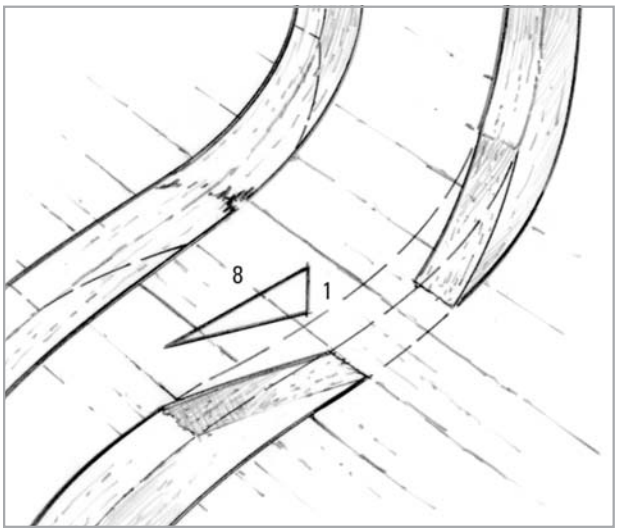

Figure 4-4 *Cut out all of the damaged area, leaving at least an 8-to-1 bevel on the ends of the damaged frame.*
1. Cut out the damaged section of the existing frame. Trim the exposed ends to a minimum 8-to-1 scarf angle *(Figure 4-4)*. The longer the scarf angle, the stronger the joint. When repairing hardwood or highly loaded frames, use a longer (12-to-1) scarf angle.